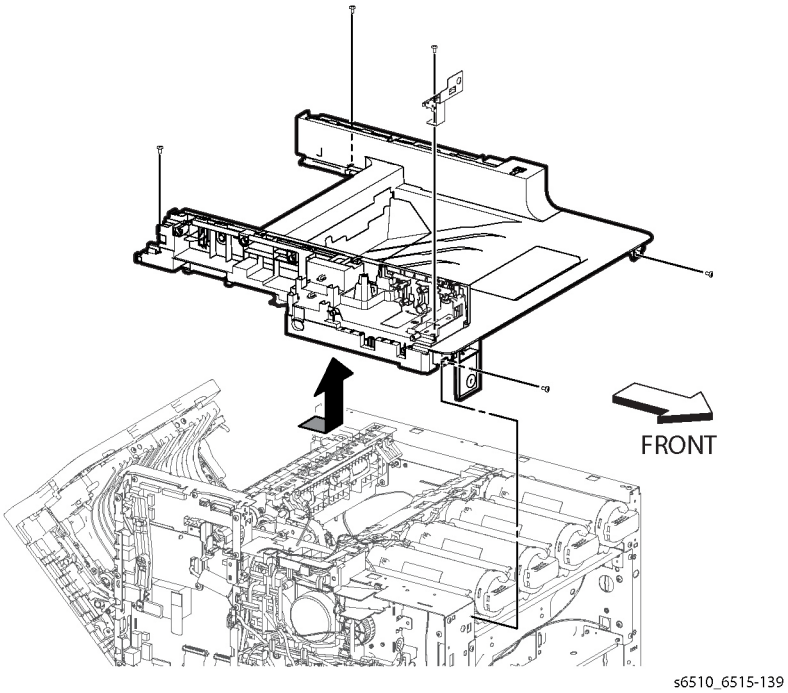

Figure 1 Remove the Top Cover Assembly (MFP)
12. Refer to Figure 1 to remove the five screws (silver, M3x6mm) attaching the Top Cover Assembly.